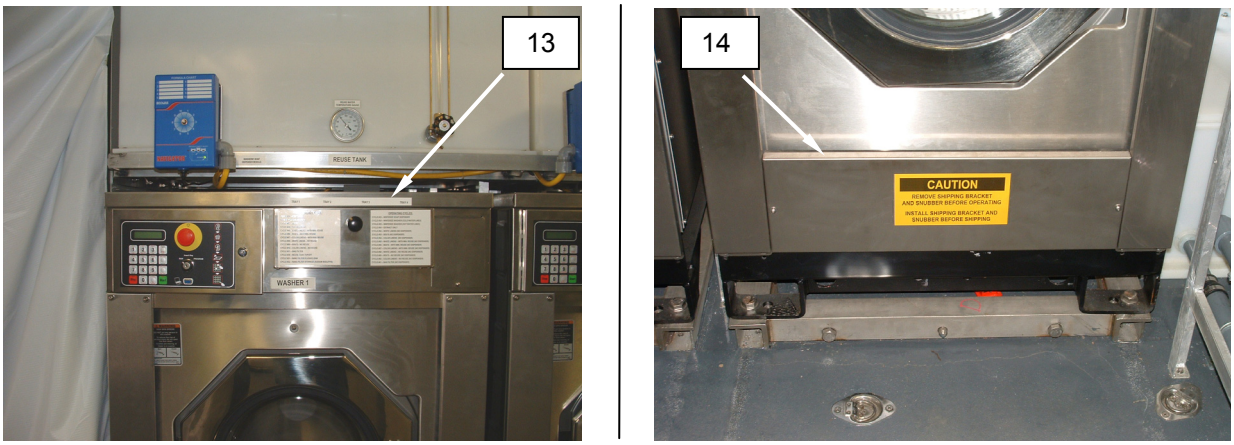

Figure 7. Open Soap Trays and Remove Kick Panels.
14. Open the soap trays **(Figure 7, Item 13)** on both washers.
15. Have unit maintenance remove the kick panel **(Figure 7, Item 14)** from both washers.